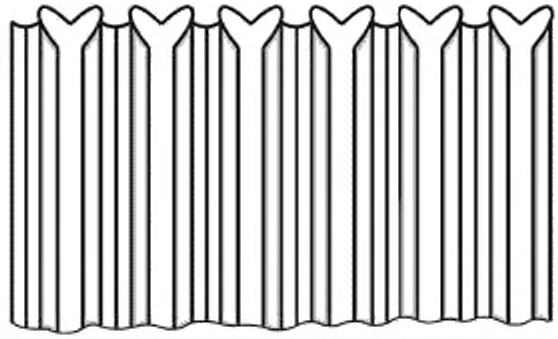

Рисунок 74 — Застежка рифленая
8.2.7 **рифленая застежка:** Застежка из листовой стали с рифлеными складками шириной приблизительно 5 мм и обрезным краем (см. рисунок 74).